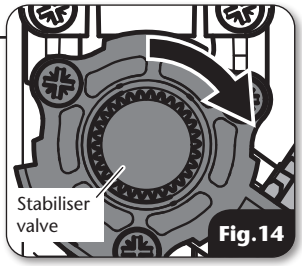

Fig.14
B. With the cover off the shower, turn the stabiliser valve spindle fully clockwise until resistance is felt **(fig.14).**